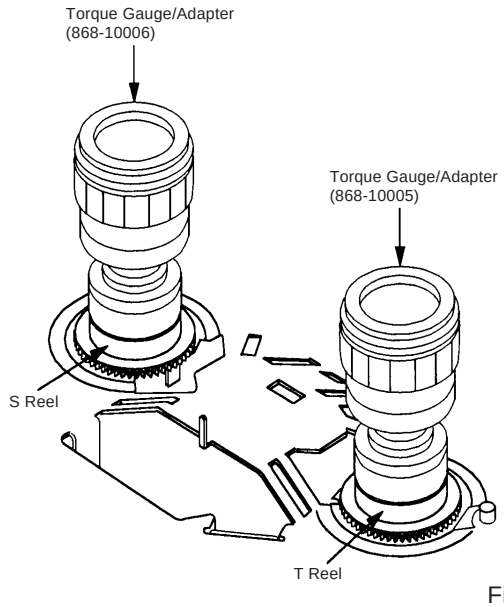

Fig. 1-4
2. Install the Torque Gauge **868-10006** and Adapter **868-10004** on the S Reel. Set to the Rewind mode. **(Refer to Fig.1-4)**
(S Reel Brake) **(Refer to Fig. 1-4)**
(T Reel Brake) **(Refer to Fig. 1-4)**